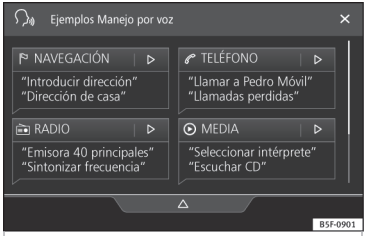

Fig. 133 Manejo por voz: pantalla principal
- Al activar el manejo por voz sonará un tono de inicio de diálogo y se mostrará la pantalla principal de control por voz, ››› fig. 133, (la pantalla principal aparecerá en el formato seleccionado en Ajustes del manejo por voz ››› pág. 173). Las indicaciones habladas le guían a través del siguiente "diálogo".
- △ / ▽ Ocultar o mostrar menú control por voz ››› **fig. 133**.
Al activar el control por voz el sistema le lleva a la pantalla principal ››› **fig. 133** en el que aparecerán los contextos en los que funciona el sistema y las órdenes principales.